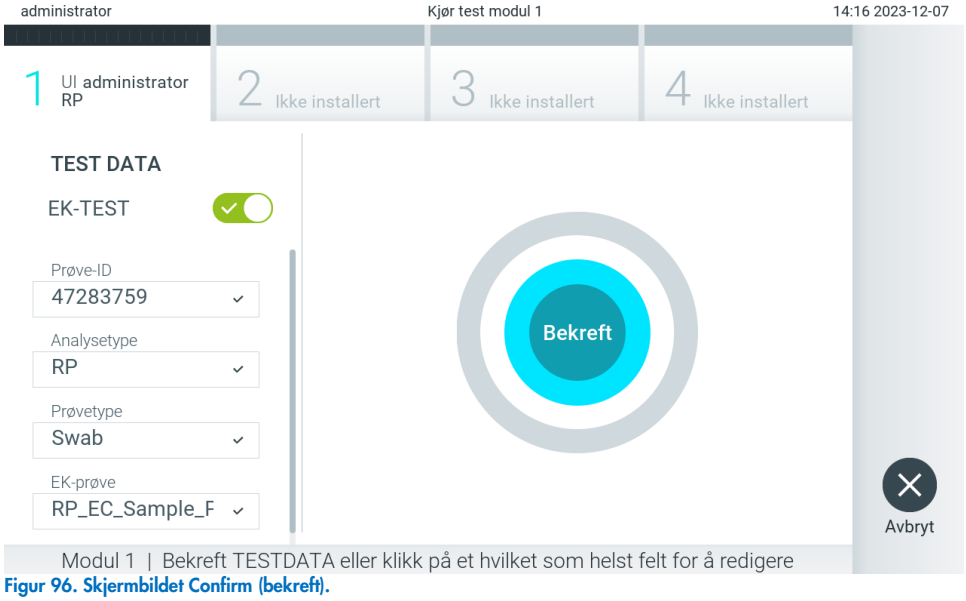

Figur 96. Skjermbildet Confirm (bekreft).
7. Skjermbildet Confirm (Bekreft) vises. Gå gjennom de innlagte dataene og gjør eventuelle nødvendige endringer ved å trykke på de aktuelle feltene på berøringsskjermen og redigere informasjonen (figur 96).